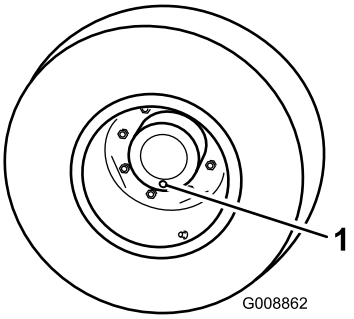

Figuur 62
1. Zet de machine op een egale ondergrond en draai een wiel zo dat een van de controlepluggen helemaal onderaan staat (Figuur 62).